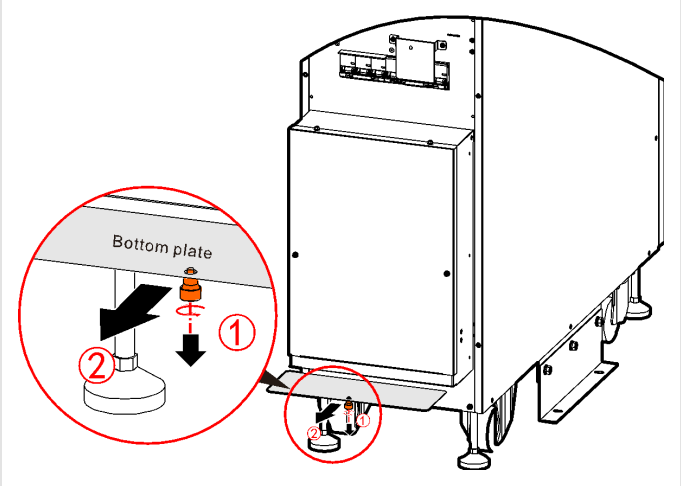

FIGURE 4-19 Step 1 — remove the bottom plate
1. Loosen the screw at the bottom of the wiring box and remove the bottom plate (Figure 4-19).